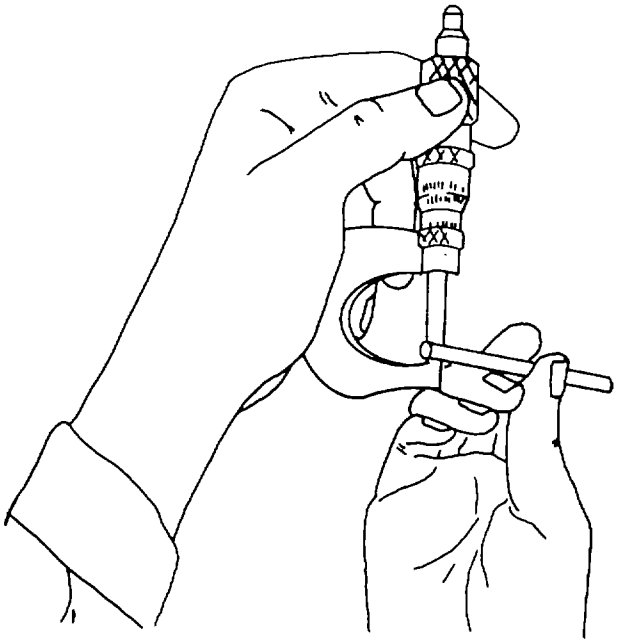

Figure 3-39. Using Outside Micrometer
(1) Outside micrometer. As shown in figure 3-39, the micrometer is held in one hand and the stock in the other. The thimble is turned until the anvil and spindle just touch the stock. The micrometer is then read for an accurate measurement.
(2) Inside micrometer. The normal procedure in using an inside micrometer is to set it across a diameter or between the inside surfaces, remove it, and then read the dimension. For this reason, the thimble on an inside micrometer is much stiffer than on a micrometer caliper it holds the dimension well. It is good practice to verify the reading of an inside micrometer by measuring it with a micrometer caliper.